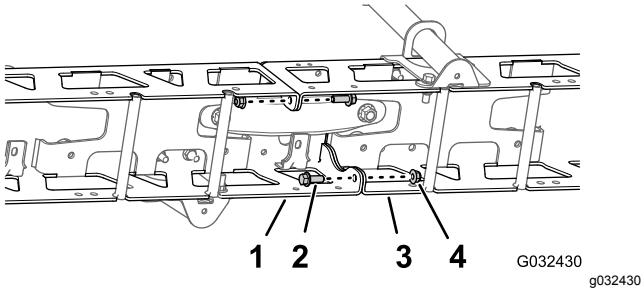

Figur 74
1. Ta bort de två flänsskruvarna (3/8 x 1 tum) och de två låsmuttrarna (3/8 tum) som fäster de lodräta flänsarna på de vänstra och högra fackverksramarna (Figur 74).